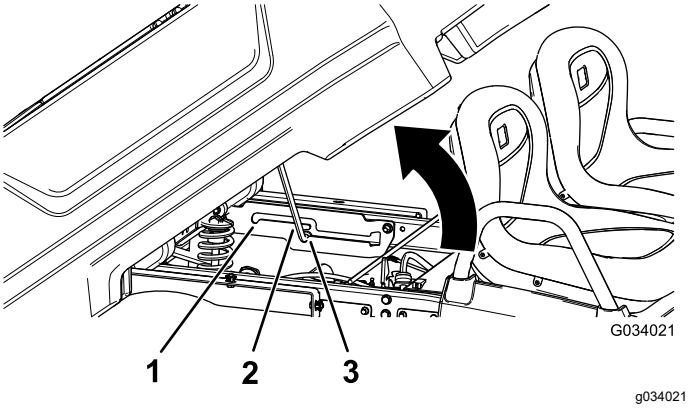

Figur 12
2. Säkra flaket för tippning genom att skjuta in stöttan i tippningslägets skåra (Figur 12).
2. Skjut in stöttan i servicelägets skåra för att säkra flaket för underhåll (Figur 12).
2. Dra ut stöttan ur skåran (Figur 12).